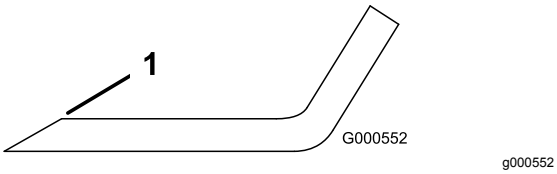

Figuur 78
1. Gebruik een vijl om de snijranden aan beide uiteinden van het mes te slijpen (Figuur 78).
Opmerking: Als het mes niet in balans is, moet u wat metaal afvijlen van het uiteinde van de vleugel (Figuur 78).